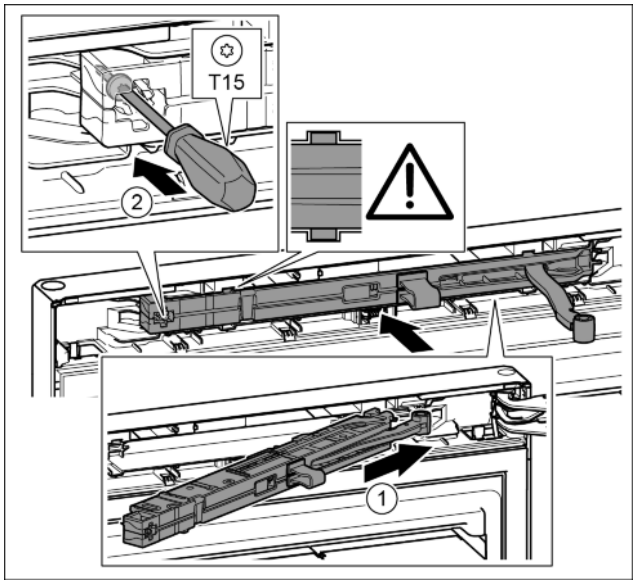

Fig. 25
- ▶ Вставить узел амортизатора со стороны опорного кронштейна в выемку до упора под наклоном. *Fig. 25 (1)*
- ▶ Затянуть винт отверткой T15. *Fig. 25 (2)*